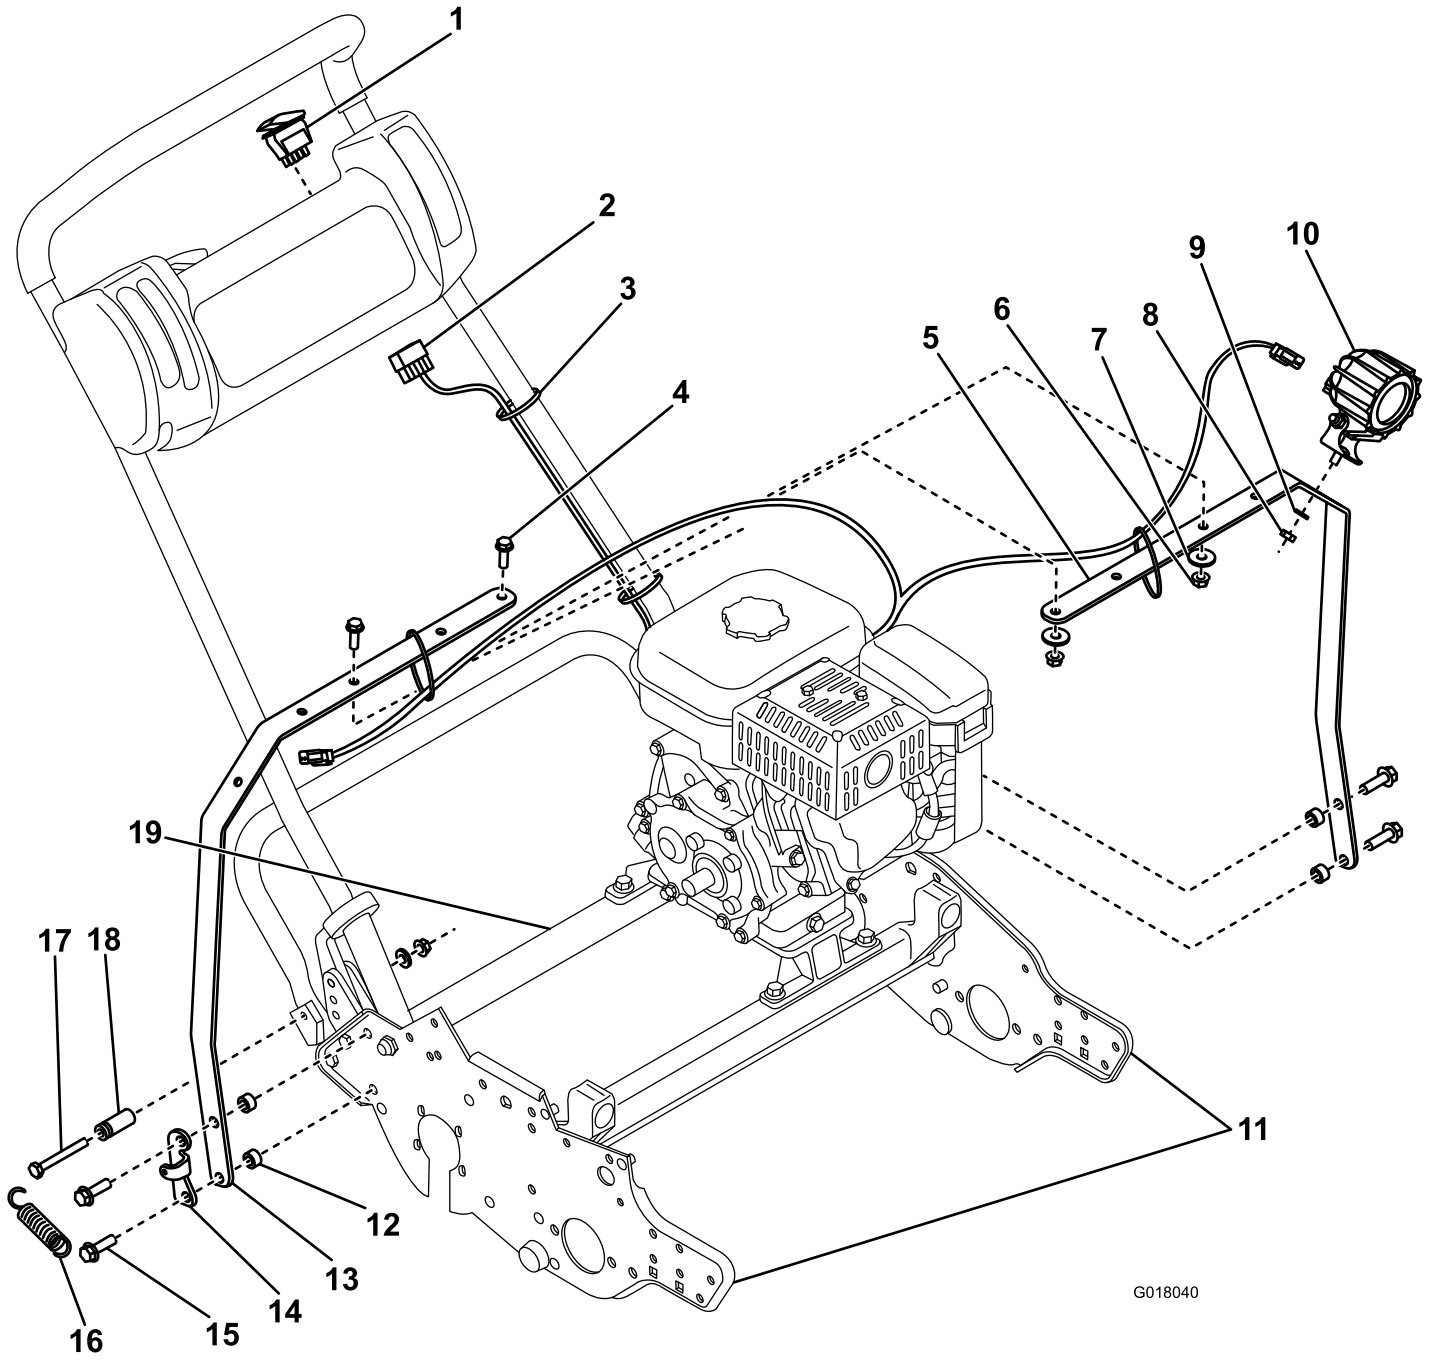

Figure 2
2. Remove the 2 bolts (3/8 inch) connecting the right side plate to the rear cross member and spring bracket (Figure 2).
3. Mount the right bar and previously removed spring bracket to the machine using 2 spacers and 2 bolts (3/8 x 1–1/4 inch) (Figure 2).
4. Remove the 2 bolts (3/8 inch) connecting the left side plate to the rear cross member (Figure 2).
7. Mount the lights to the bar, and secure each one with the hardware attached to the lights (Figure 2).
8. Plug the wire harness into the lights (Figure 2), connecting the long end to the right light.
9. Remove the cavity plug and install the switch into the control panel, then plug the light wire harness into the switch (Figure 2).
10. Plug the wire harness power connector into the blue wires with female bullet connectors that come out of the engine blower housing (Figure 2).
11. Secure the wire harness with cable ties (Figure 2) and tuck the excess length under the control panel.
12. Remove the old spring retainer and install the new spring retainer with a bolt (5/16 x 2–3/4 inch) (Figure 2). Also install the previously removed spring.